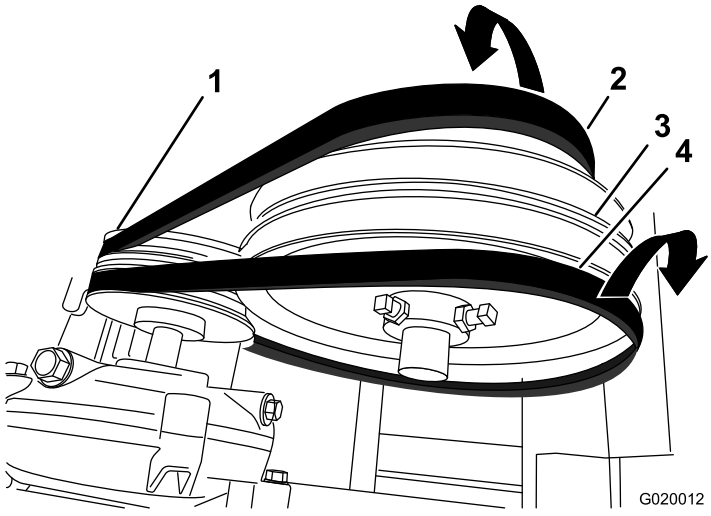

Figure 74
4. Poussez la courroie avant vers l'avant et déchaussez-la de la poulie de tension (Figure 74).
5. Poussez la courroie arrière vers l'arrière et déchaussez-la de la poulie de tension (Figure 74).